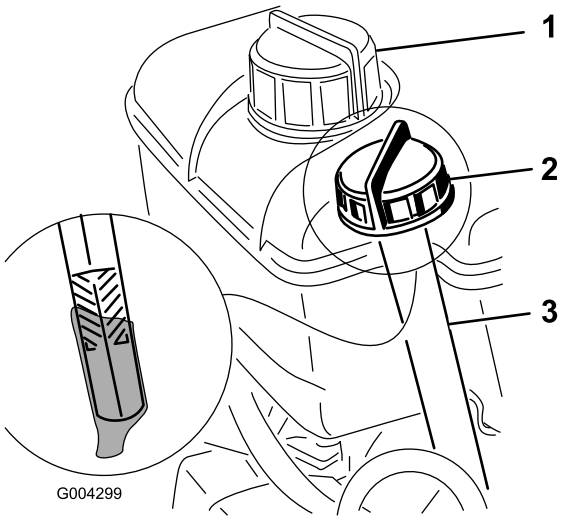

Figur 12
2. Gör rent runt oljestickan (Figur 12).
1. Gör rent runt tanklocket (Figur 12).